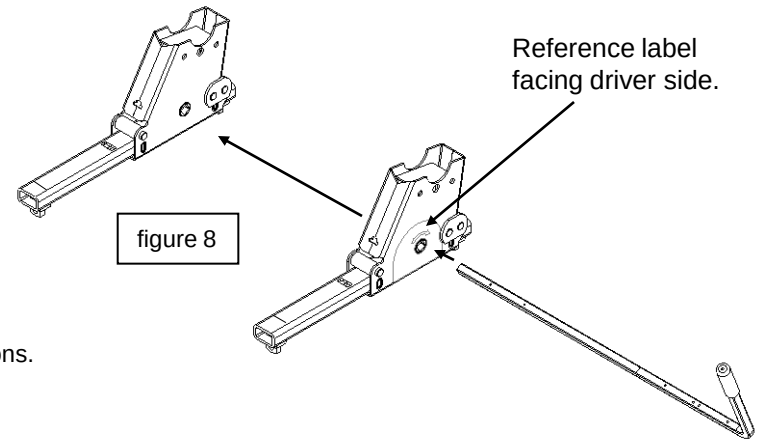

figure 8
3. Before setting the 5TH WHEEL KWIK-SLIDE into the bed of the pickup, attach handle shaft to handle elbow (see figure 1 on first page). Insert handle assembly through left hand slide assembly (driver's side of towing vehicle) and then through the right hand side slide assembly (see figure 8).